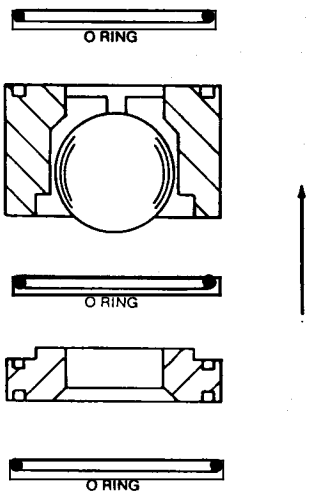

Figure 33
Plusieurs types de clapets sont disponibles. Le modèle de base comprend une bille, un guide et un siège (figure 33).
6) Démonter soigneusement le clapet antiretour d'aspiration sous forme d'ensemble (voir figures 33 à 38).
11) Remonter les deux clapets sur la tête de pompe. Vérifier qu'ils ne sont pas à l'envers (voir figures 33 à 38).